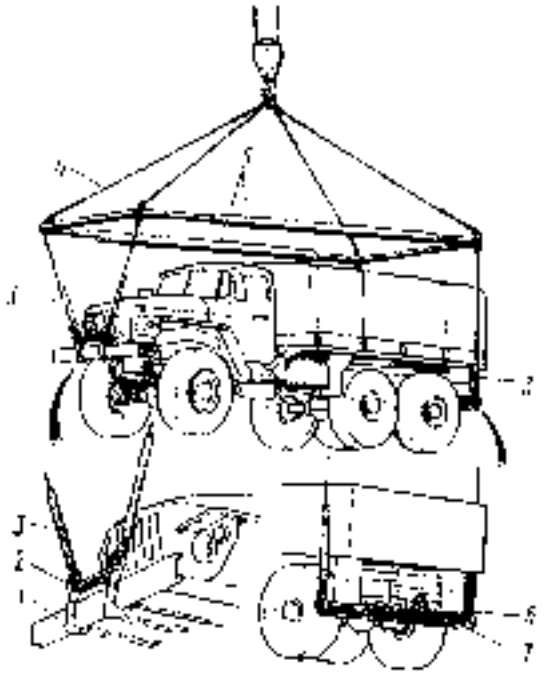

Fig. 151. Application of Hoisting Slings.
3. Load and unload the truck by means of a sling lifter (Fig. 151) or by its own power.